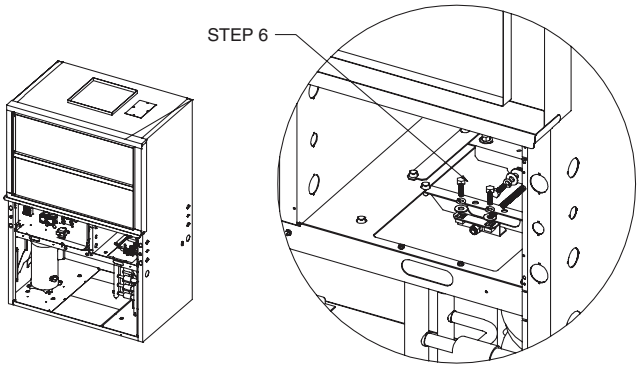

Fig. 21 — Move Bolt-Belt Adjustment Assembly
6. Move bolt-belt adjustment assembly to opposite side and reattach. See Fig. 21.